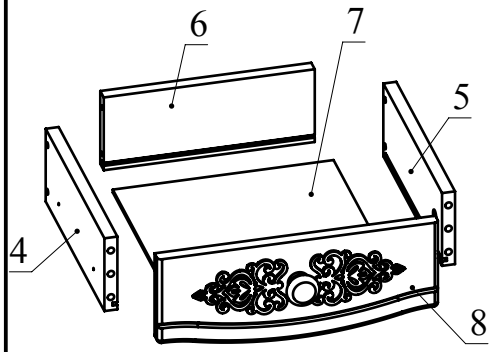

Рис.8
7. Соберите ящик. Для этого необходимо соединить детали 4, 5 с деталью 6 с помощью конфирматов. Затем вставить деталь 7 в пазы деталей 4, 5, 6. Установить деталь 8 на детали 4, 5 и зафиксировать, повернув головки минификсов по часовой стрелке до упора (Рис. 8).